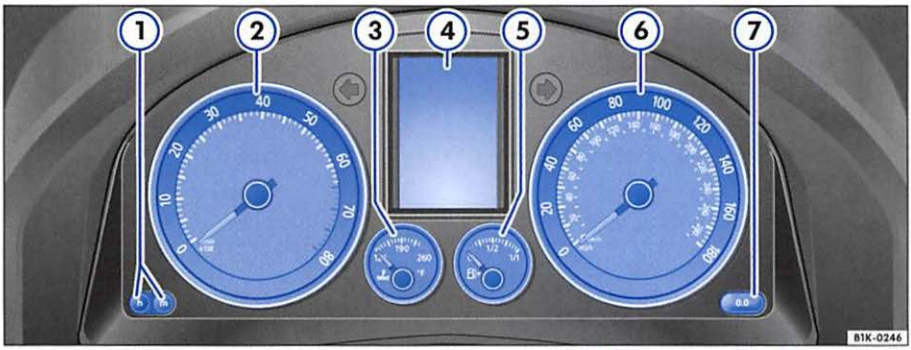
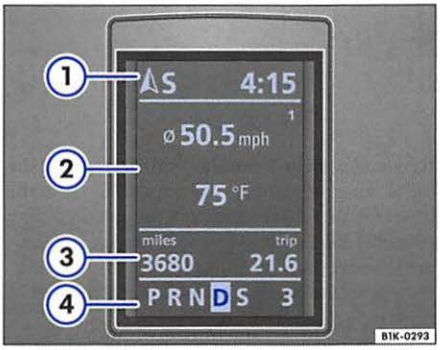

Fig. 3 Detail of the instrument panel: instrument cluster
Fig. 7 Display in the instrument cluster: Multi-function display
The left-hand counter ⇒ page 11, fig. 7 ③ in the display shows the total distance of miles (kilometers) driven.
The right-hand counter ⇒ page 11, fig. 7 ③ shows the short trip. It shows the distance covered since the trip odometer was last reset. The last digit 100 yards (meters). Press the button 0.0 ⇒ page 8, fig. 3 ⑦ to rest the odometer back to zero.
When a Service is due, you will be reminded by a message appearing either in the instrument cluster ⇒ page 8, fig. 3 ④.